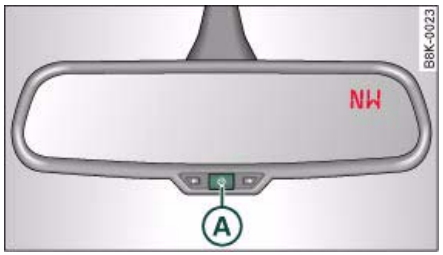

Fig. 73 Interior mirror: activated digital compass
– To switch the compass on and off, press and hold button (A) until the compass display in the mirror ⇒ fig. 73 appears or disappears.
– Press and hold button (A) ⇒ *page 71,* fig. 73 until the currently set zone number is displayed on the interior mirror.
– Press button (A) repeatedly until the correct zone number appears. The adjustment mode will be ended automatically after a few seconds. ■